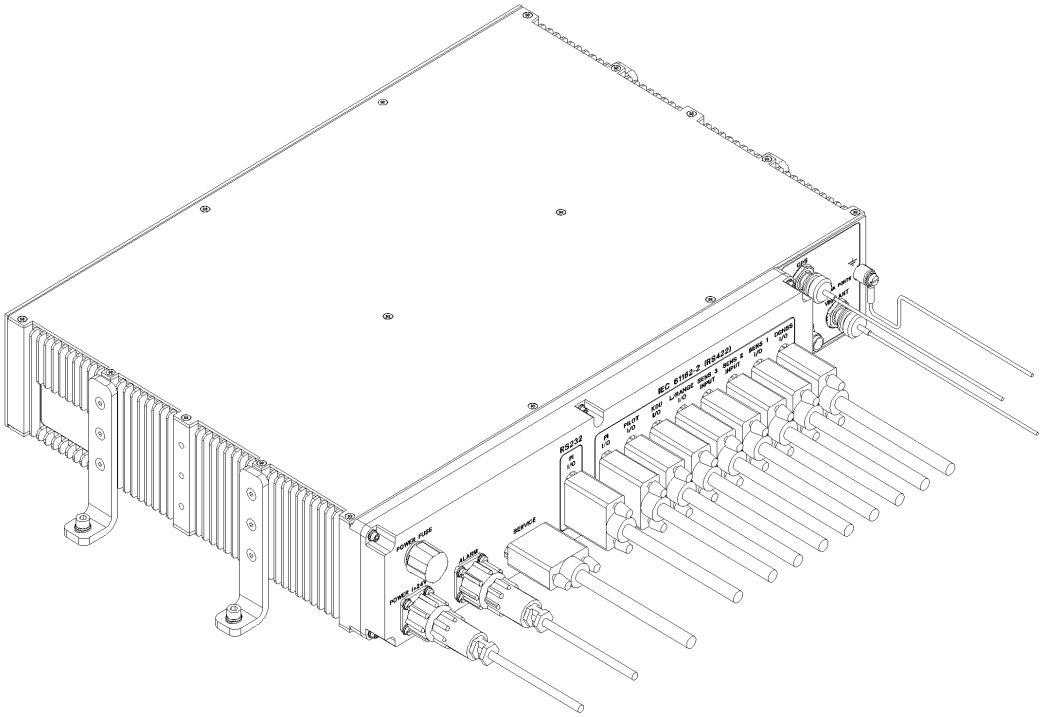

**Figure 2: Mounting the AIS Unit**
- Attach the bracket assemblies to the unit, using the screws supplied, see Figure 2: Mounting the AIS Unit.